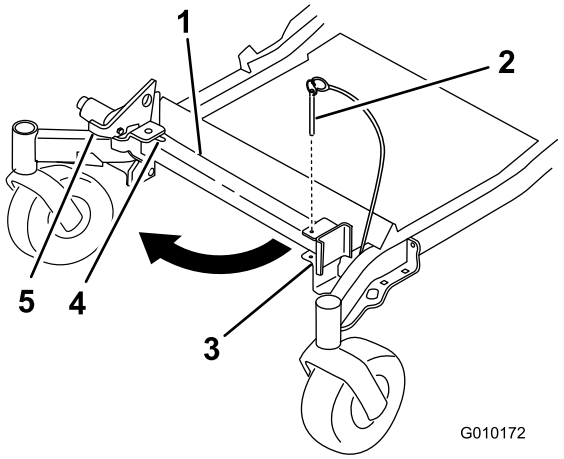
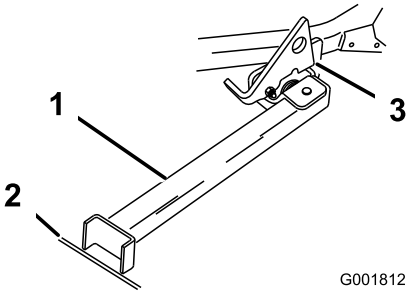

Figuur 39
Figuur 40
2. Verwijder de pen van de beugel (Figuur 39).
3. Zet de vergrendeling omhoog. Draai het voetstuk van de Z Stand aan de voorkant naar buiten en schuif de Z Stand in de richting van de machine in de onderkant van de sleuf (Figuur 39 en Figuur 40).
4. Plaats het voetstuk op de grond en laat de vergrendeling op de draailip rusten (Figuur 40).
Opmerking: Om de beste resultaten te verkrijgen, moet u het voetstuk in spleten in een voetpad of een gazon plaatsen (Figuur 40).
6. Rij de machine de Z Stand op. Stop de machine als de vergrendeling boven de lip in de vergrendelde stand valt (Figuur 40). Als de machine op de Z Stand staat, stelt u de parkeerrem in werking en zet u de motor af.
5. Zet de Z Stand terug in de ruststand (Figuur 39).